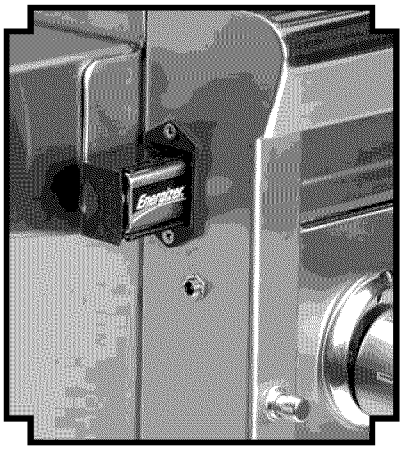

Figure 7-2 - *Locating battery compartment on left side of grill.*
1) Locate the battery compartment on the left side of the control panel (see figure 7-2).